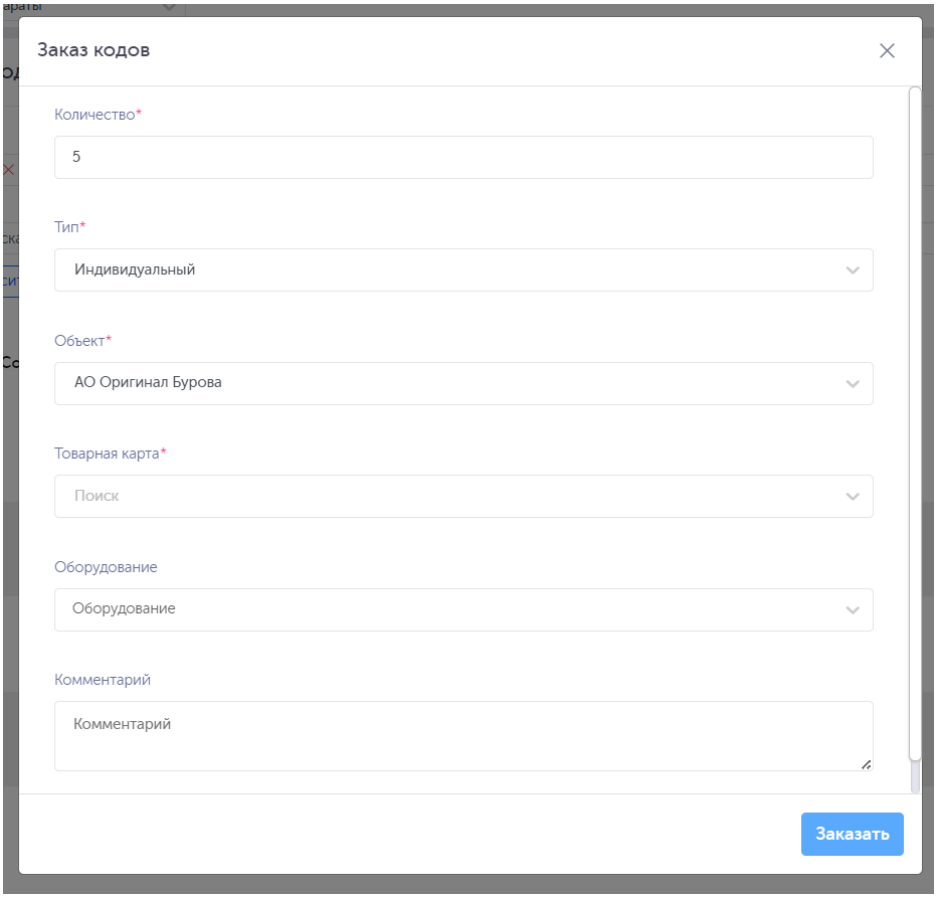
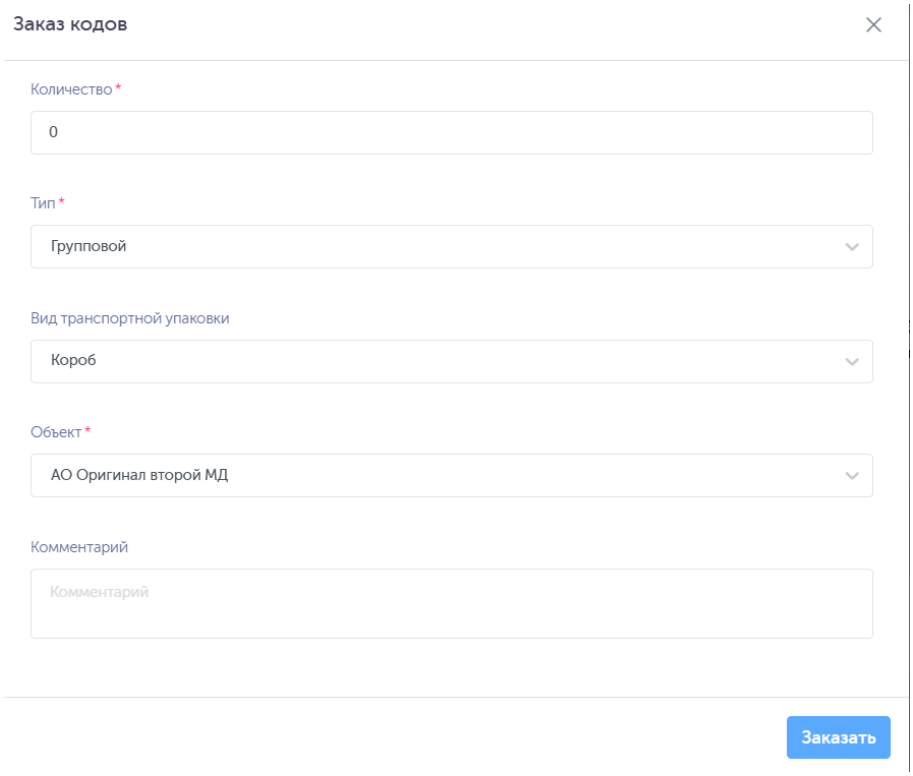

Рисунок 2-16
Рисунок 2-17
2) в открывшейся форме «Заказ кодов» (Рисунок 2-16 Рисунок 2-17) заполнить необходимые поля;